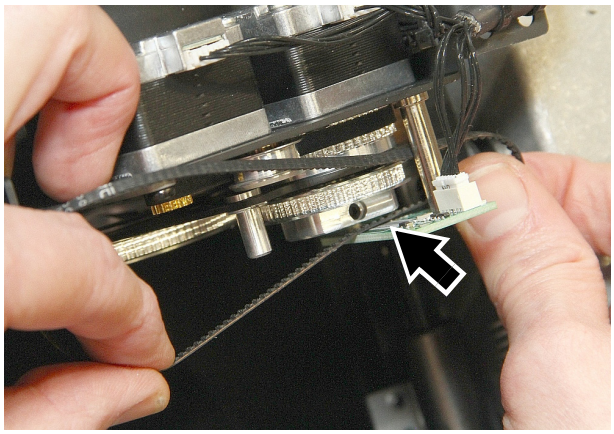

Bild 23: Entfernen des Prismen-Zahnriemens
5. Siehe Bild 23. Wenn der Zahnriemen frei ist, kippen Sie ihn und führen ihn durch den Spalt (Pfeil) zwischen Zahnrad und Sensor-PCB. Entfernen Sie den Zahnriemen. Bewahren Sie ihn zur Wiederverwendung auf, wenn sein Zustand einwandfrei ist.